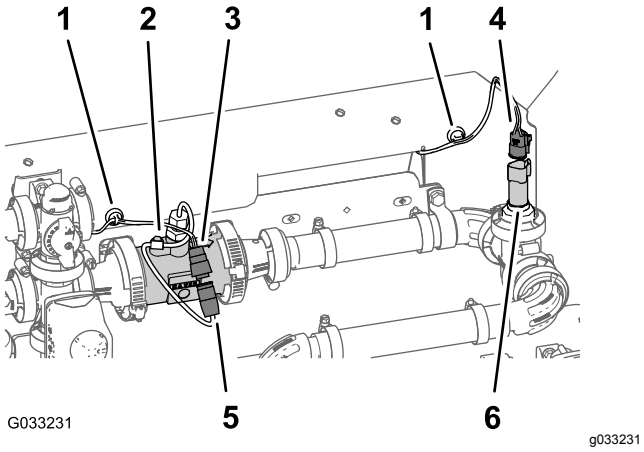

**Figur 128**
1. Før konnektorerne på 203 cm afgreningen af ledningsnettet mærket **Flow Meter** (gennemstrømningsmåler) og **Pressure Transducer** (tryktransducer) bagud på manifoldbeslaget (Figur 128).
2. Tilslut konnektoren med 3 sokler på 203 cm afgreningen af ledningsnettet til gennemstrømningsmåleren (ikke afmærket) til konnektoren med 3 ben på ledningsnettet til gennemstrømningsmåleren (Figur 128).
3. Sæt konnektoren med 3 sokler på 203 cm afgreningen af ledningsnettet til den afmærkede **Pressure Transducer** (tryktransducer) i konnektoren med 3 ben på tryktransduceren (Figur 128).
4. Sæt magnet-ledningsankrene til gennemstrømningsmåleren og tryktransduceren fast på manifoldbeslagets overflade (Figur 128).